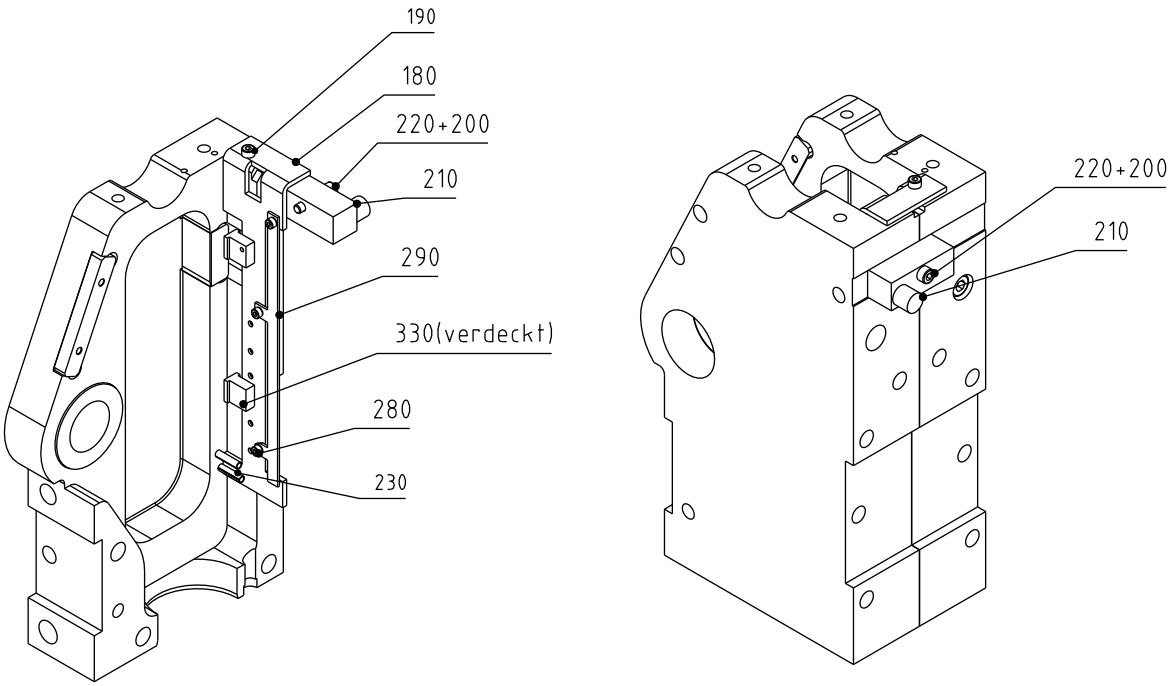

Bild 2: Wechsel Endlagenschalter
c) Elektrokupplung entsprechend elektrischer Ausführung (s. Schaltpläne) auf Anschlussstecker „M12“ (Bild 2) aufsetzen und festschrauben.